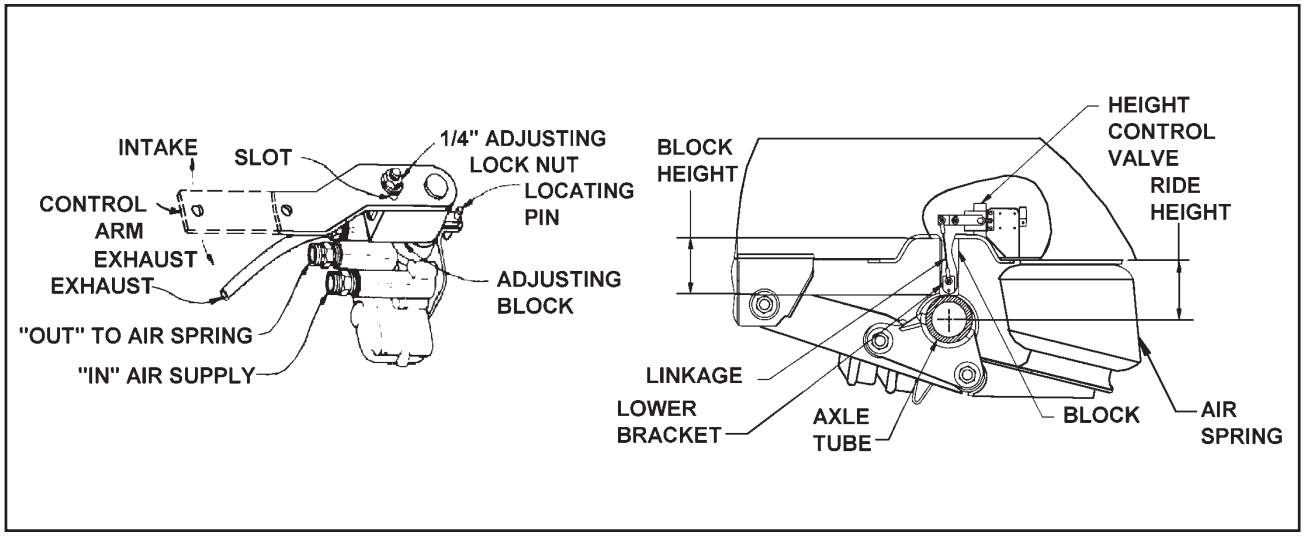

Figure 4-8 Air Ride Height Adjustment
4-6.2 Tandem Axle Air Ride Height Adjustment. **(See Figure 4-8** for parts identification**).**
b. Disconnect linkage at the control arm and raise control arm to the “up” position, raising the trailer until a block can be placed between axle tube and undercarriage frame **(See Figure 4-8).**
f. Loosen the 1/4" adjusting lock nut located on the adjusting block, allowing the control arm to move approximately 1 inch. Move the adjusting block until holes align, then insert locating pin. **(See Figure 4-8)**.